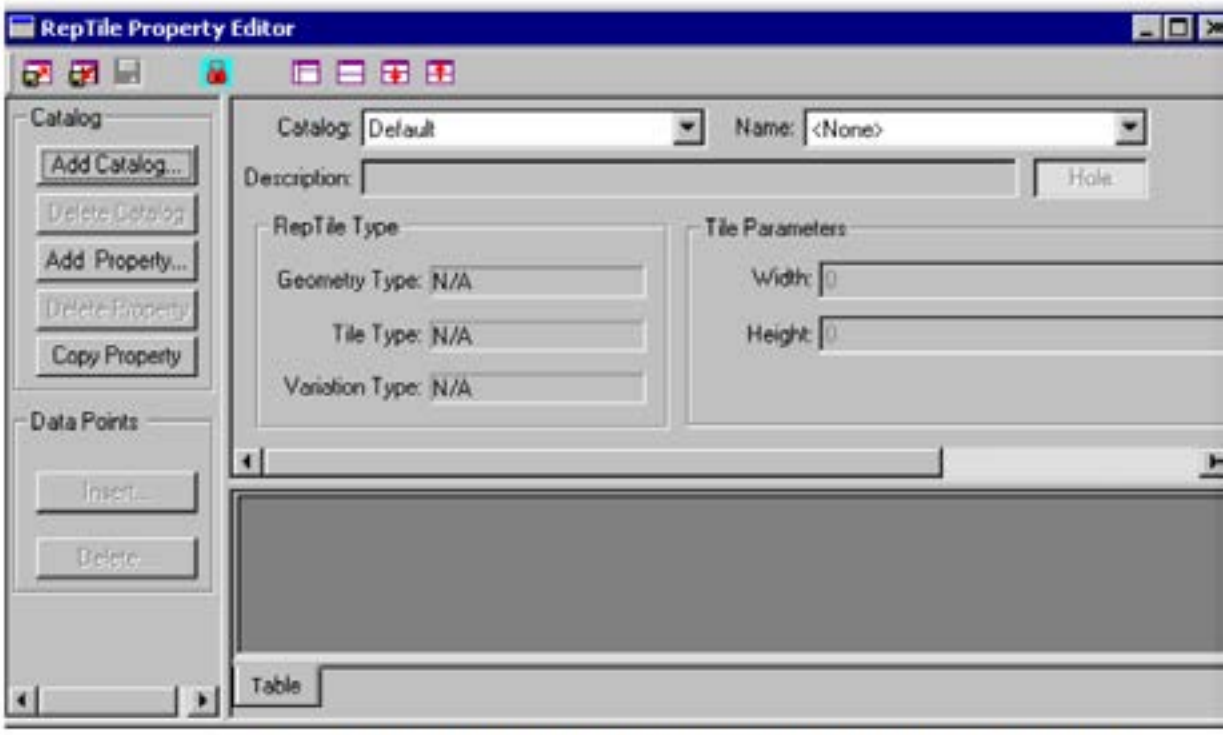

FIGURE 9.3 - The RepTile Property editor with no property selected.
まず、フレネルレンズを記述する RepTile サーフェスプロパティを作成します**定義**｜**プロパティデータの編集**｜**レプタイルプロパティ**を選択して、 r エプタイルプロパティエディタを開きます。エディタは図 9.3 のように表示されます。
1. メニューから**定義**｜**プロパティデータの編集**｜**レプタイルプロパティ**を選択し、レプタイルプロパティエディタを開きます。エディタはページ 9.2 の図 9.3 にあるように開きます。